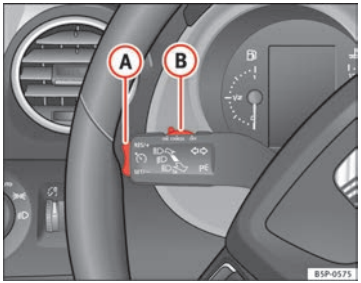

Abb. 155 Blinker- und Fernlichthebel: Schalter und Wippe für die Geschwindigkeitsregelanlage
– Drücken Sie den unteren Teil der Wippe **SET/-** ⇒Abb. 155 (A) einmal kurz, wenn die zu speichernde Geschwindigkeit erreicht worden ist.
– Drücken Sie den oberen Teil der Wippe **RES/+** ⇒Abb. 155 (A), um die Geschwindigkeit zu erhöhen. Solange Sie die Wippe gedrückt halten, beschleunigt das Fahrzeug. Sobald Sie die Wippe loslassen, wird die neue Geschwindigkeit gespeichert.
– Drücken Sie den unteren Teil der Wippe **SET/–** ⇒Abb. 155 (A), um die Geschwindigkeit zu verringern. Solange Sie die Wippe gedrückt halten, verringert das Fahrzeug durch automatische Gaswegnahme die Geschwindigkeit. Sobald Sie die Wippe loslassen, wird die neue Geschwindigkeit gespeichert.
Wenn Sie die gespeicherte Geschwindigkeit durch Treten des Bremspedals verringern, wird die Geschwindigkeitsregelanlage deaktiviert. Sie können durch einmaliges Drücken des oberen Teils der Wippe **RES/+** ⇒Abb. 155 (A) die Regelung wieder aufnehmen.